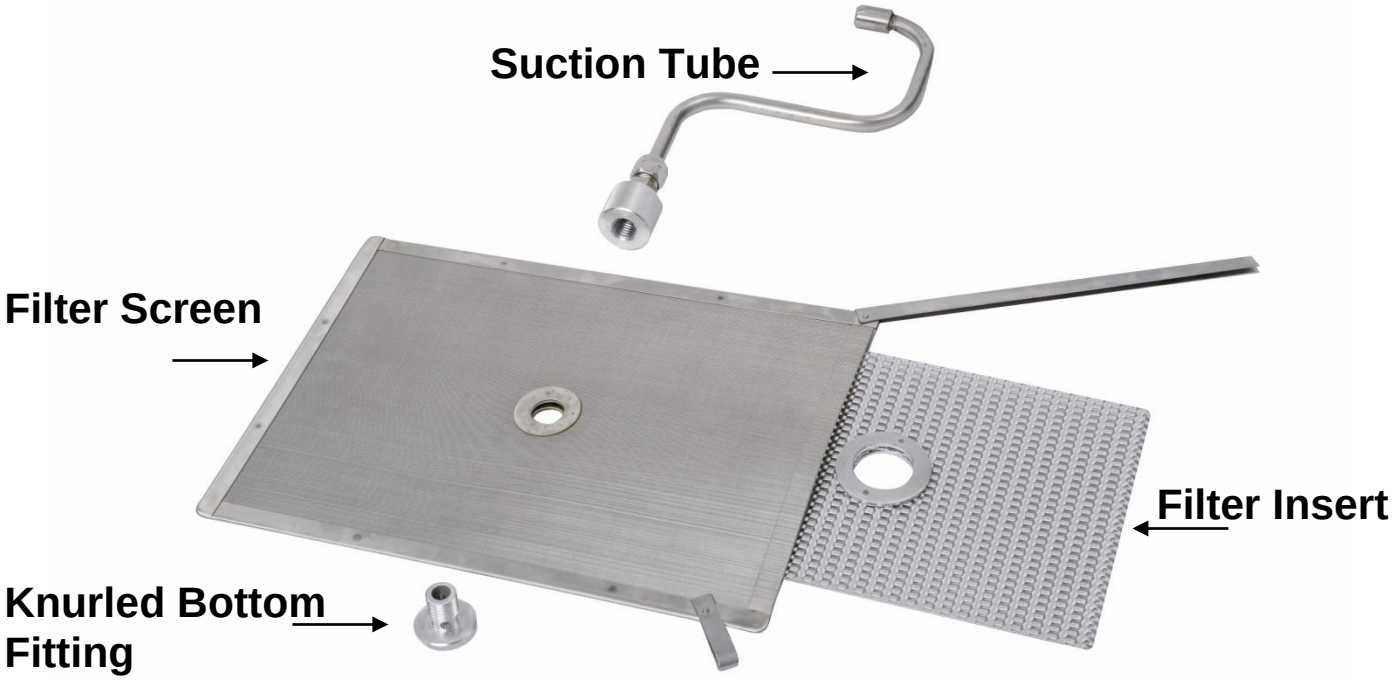

Fig. 1
- Carefully line up the suction tube nozzle so that it mates with the oil receptacle block mounted on the frame of the fryer battery. Close the drawer. See Figures 1, 2 3 and 4.